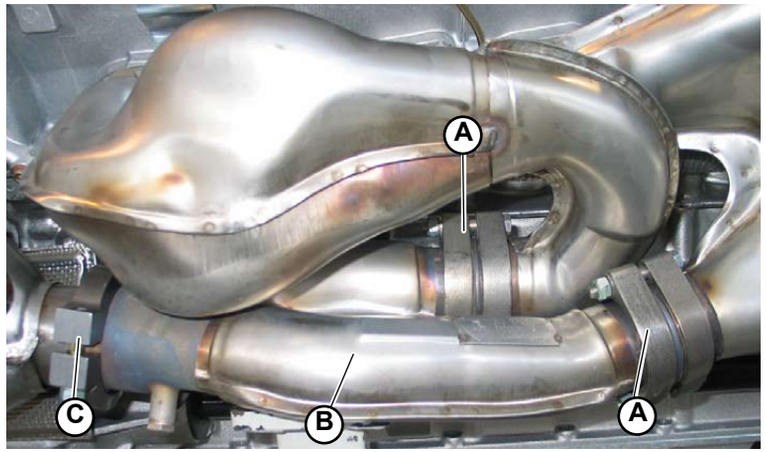

Fig.8
1. Detach all 4 clamps (2 clamps (**A-Fig.8**) for each 3-way pipe) securing the 3-way pipe (**B-Fig.8**) to the front and rear exhaust manifolds. The connecting clamp (**C-Fig.8**) between the 3-way pipe and the catalytic converter was removed along with the catalytic converter.